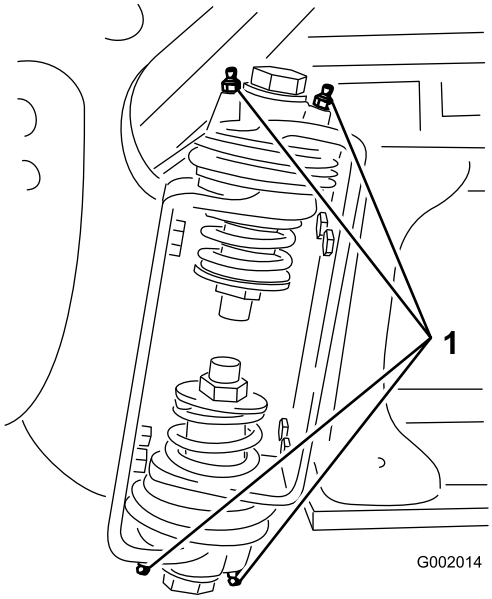

Figur 35
2. Pump fedt ind i lejet eller bøsningen ved hver nippel Figur 35.